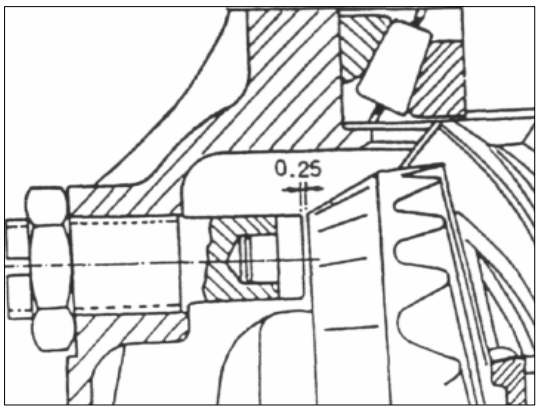

РИС. 357
4) С этого положения поверните винт обратно на 1/6-ю витка и застопорите контргайку. Это обеспечит зазор в 0,25 мм между тыльной стороной пяты отжимных рычагов и ведомой шестерней главной передачи (см. рис.357).